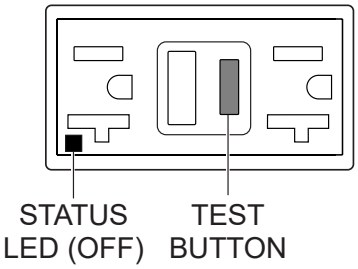

Figure 63. GFCI Receptacle (OFF)
4. Press the **TEST** button (Figure 63) on the GFCI receptacle and verify that the status LED turns **OFF**.